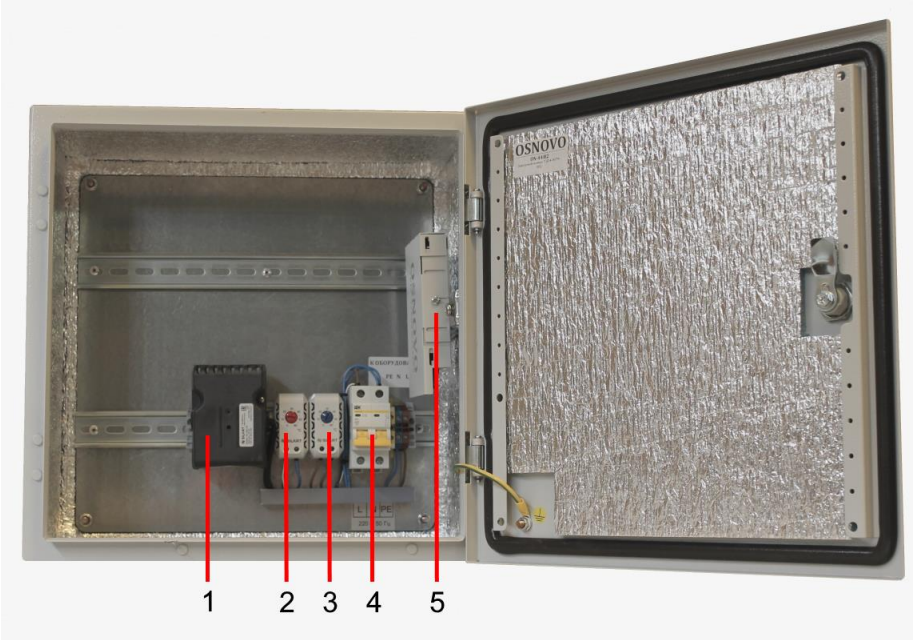

Рис.2 Уличная станция с обогревом и «теплым» пуском, внутренние компоненты на примере модели OS-44H2
- В цепи обогревателя установлен датчик термостат с нормально-замкнутыми контактами (2) Рис.2, рассчитанный на интервал температур до +15°С. Если температура внутри уличной станции ниже +5…+7°С, контакты термостата всегда замкнуты, и, следовательно, обогреватель включен и используется для интенсивного прогрева всех внутренних компонентов станции и встроенного оборудования.
- В цепи питания встроенного оборудования установлен датчик термостат (3) Рис.2 на котором выставляется необходимая температура (по умолчанию 0°С) при достижении которой (после прогрева основной системой обогрева) датчик термостат подключает встроенное оборудование (БП, коммутатор и т.д.) к сети 220V переменного тока.